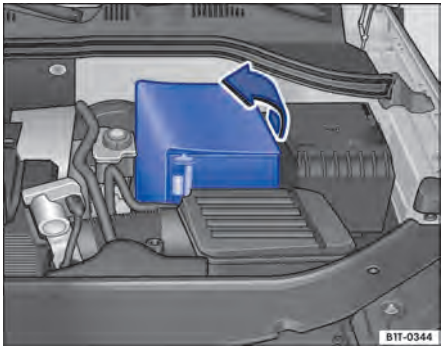

Fig. 138 No compartimento do motor: rebater a guarnição da bateria do veículo para fora.
- Rebater a cobertura no sentido da seta ⇒ Fig. 138. ▶